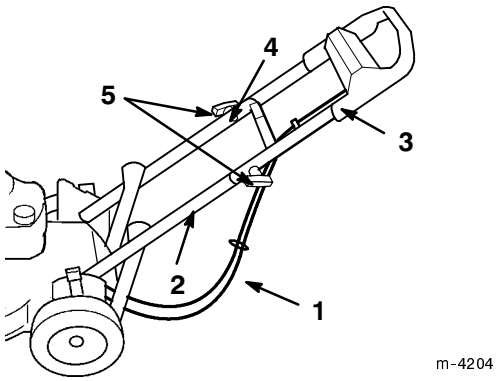

Figur 3
5. Pass på at kablene legges nedenfor og bak nedre håndtak slik som vist i Figur 3.